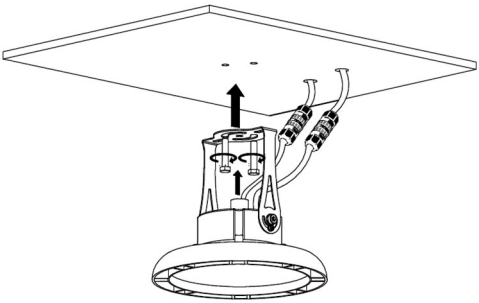

Рисунок 5. Установка светильника на поверхность.
5.1.3 Установите светильник с креплением на поверхность (см. рисунок 5). Наличие нескольких монтажных отверстий на основании светильника позволяет установить его корпус в различном положении